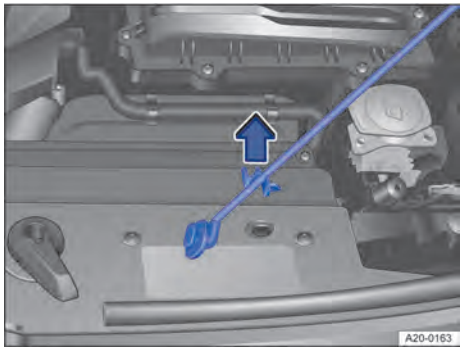
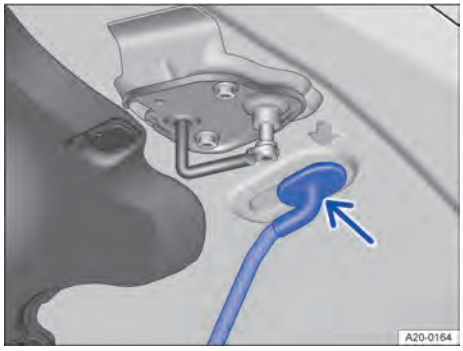

**Fig. 180** En el vano motor: varilla de sujeción del capó en su soporte.
**Fig. 181** En el capó delantero: alojamiento de la varilla de sujeción del capó.
cha → fig. 180, e introdúzcala en el orificio → fig. 181.
2. Desenganche la varilla de sujeción del orificio → fig. 181 y encájela en su soporte → fig. 180.